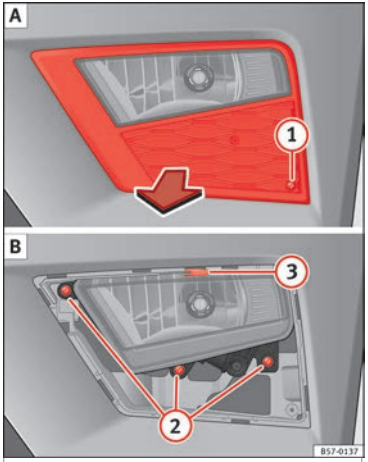
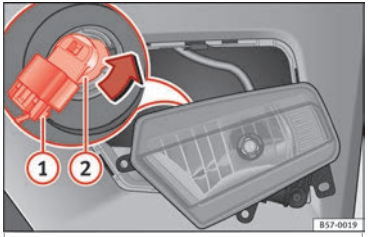

Fig. 106 Fog light: extracting the grille.
Fig. 107 Fog light: remove the bulb holder
1. Remove the screw ››› **Fig. 106** ① **A** from the fog light grille using a screwdriver and extract the grille.
2. Remove the screws (3x) ››› **Fig. 106** ② **B** and extract the fog light.
3. Remove the metal clip situated on the upper part of the fog light by pulling towards the exterior of the vehicle ③
4. Remove connector ››› **Fig. 107** ① from the bulb.
5. Turn the bulb holder ››› **Fig. 107** ② anticlockwise and pull.